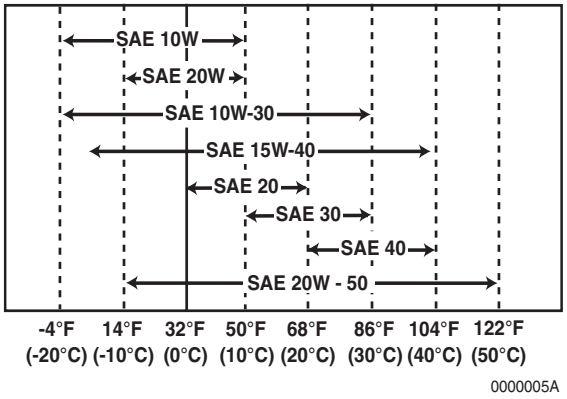

Figure 4-5
3. Select the oil viscosity based on the ambient temperature where the engine is being operated. See the SAE Service Grade Viscosity Chart **(Figure 4-5)**.
Select the appropriate engine oil viscosity based on the ambient temperature and use the SAE Service Grade Viscosity Chart in **Figure 4-5**.